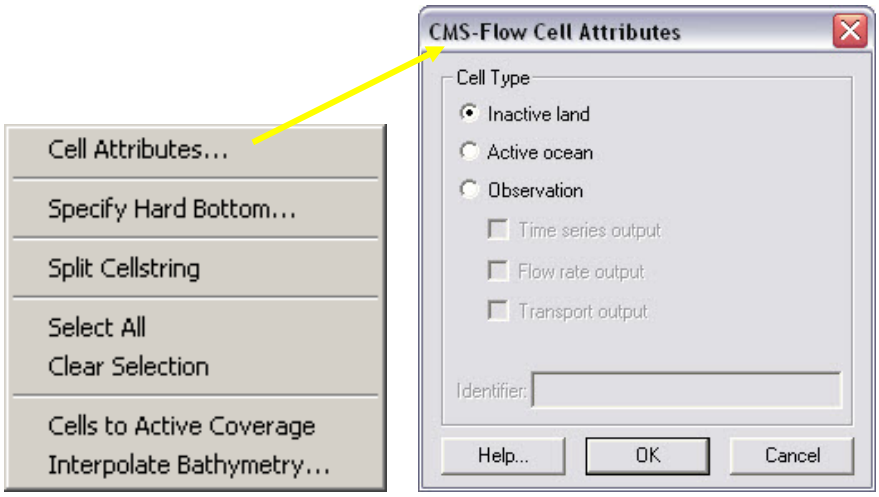

Figure 9. Rt-click drop down menu; CMS-Flow Cell Attributes (cell type).
2. Rt-click on the cells, select *Cell Attributes* (Figure 9), and change the cell type from *Active Ocean* to *Inactive Land* cells, click *OK*,